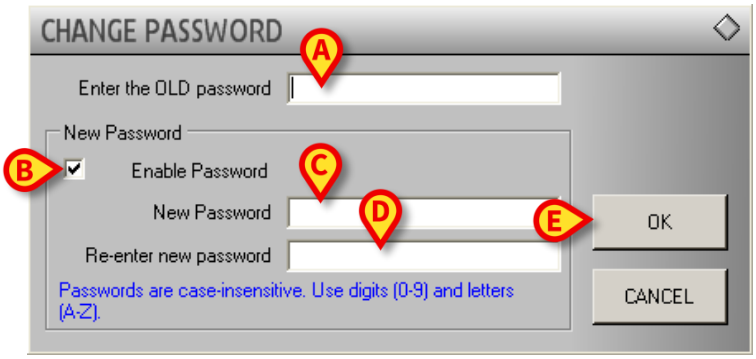

Fig 42
- Type the current password in the "**Enter the OLD password**" field (Fig 42 **A**).
- Verify that the "**Enable password**" checkbox (Fig 42 **B**) is selected.
- Type the new password in the field indicated in Fig 42 **C**.
- Type again the new password in the field "**Re-enter new password**" (Fig 42 **D**).
- Click the **Ok** button (Fig 42 **E**).